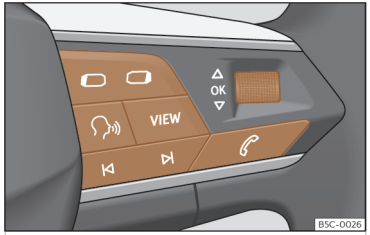

Abb. 11 Rechte Seite des Multifunktionslenkrads: Bedienelemente für die Menüs und Informationsanzeigen im Kombi-Instrument (modellabhängig).
Solange eine Warnung der Priorität 1 vorliegt, ››› S. 24, kann auf kein Menü zugegriffen werden. Einige Warnmeldungen können über die Taste OK am Multifunktionslenkrad bestätigt und ausgeblendet werden ››› **(Abb. 11)**.
- Falls eine Meldung oder das Fahrzeug-Piktogramm angezeigt wird, drücken Sie die Taste OK ››› **(Abb. 11)**; ggf. mehrere Male.